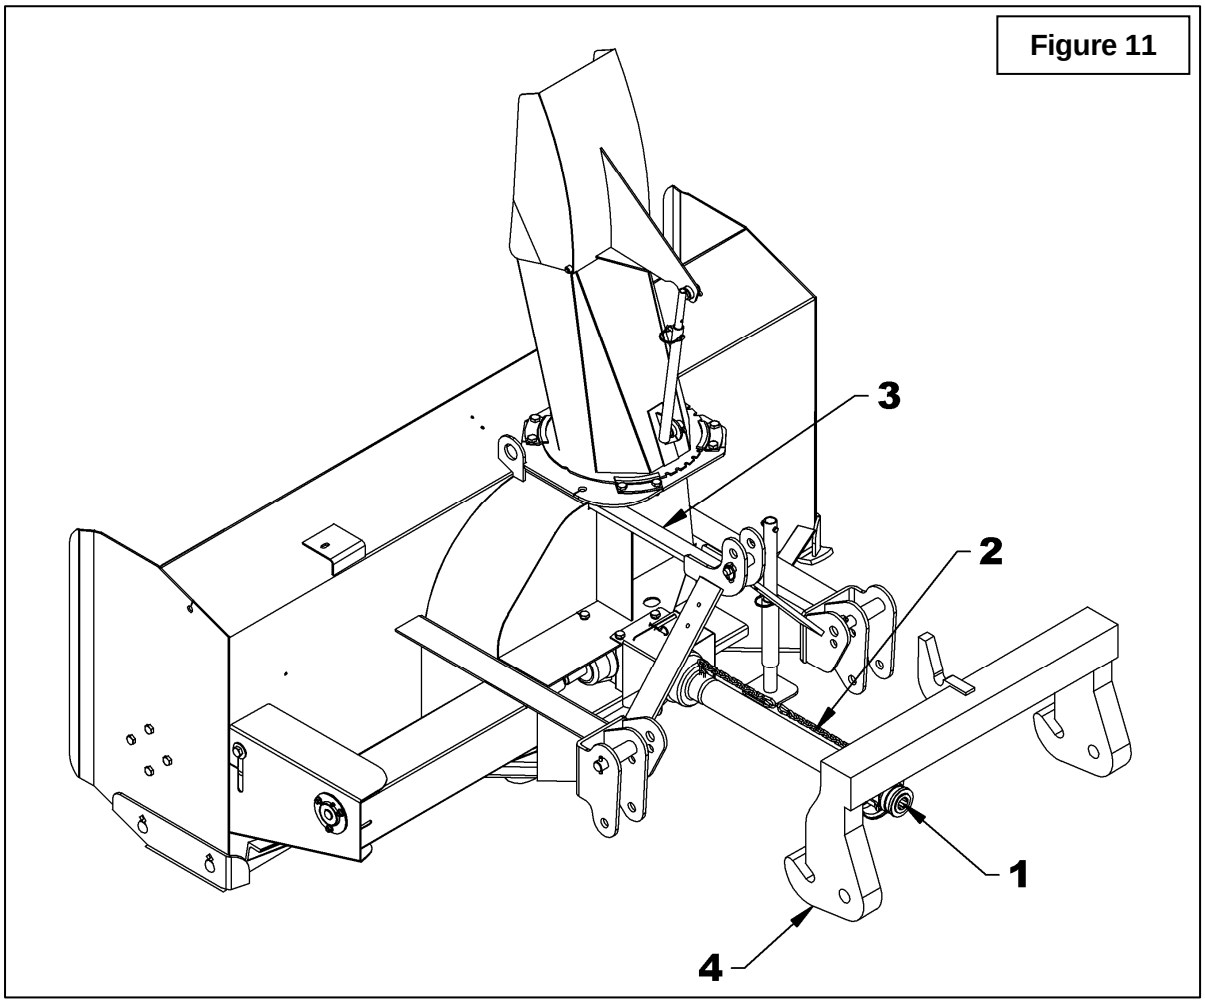

Figure 11
3. **Figure 11:** Détacher l'arbre à cardan du tracteur (item 1) et attacher la chaîne de sûreté (item 2) autour de l'attache supérieure (item 3).
4. **Figure 11:** Reculer le tracteur lentement pour dégager l'attache rapide (item 4) de la souffleuse.